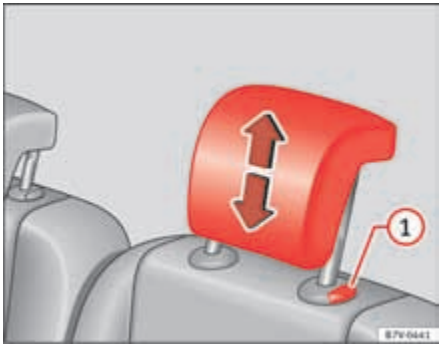

Fig. 93 Removing the rear head restraint.
- Pull the head restraint out of the fitting without releasing the button ⇒ fig. 93 (1).